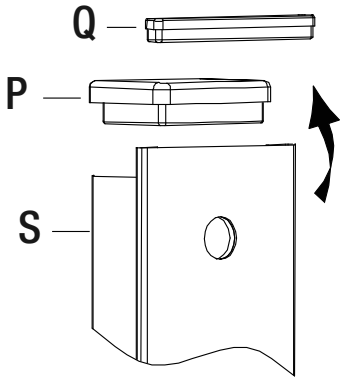

Fig.3
- Retirez le couvercle supérieur (P) et le couvercle en acier inoxydable (Q) de la colonne de douche (S), voir fig. 3.